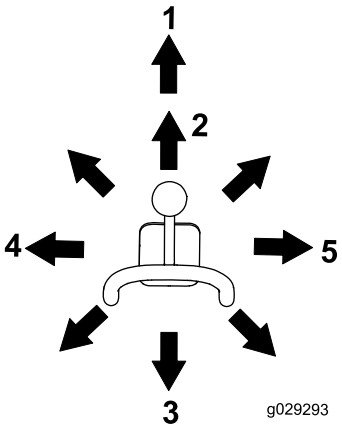

Rysunek 11
- Aby przechylić osprzęt do przodu, powoli przesuń dźwignię w prawo (Rysunek 11).
- Aby przechylić osprzęt do tyłu, powoli przesuń dźwignię w lewo (Rysunek 11).
- Aby opuścić ramiona ładowarki, powoli przesuń dźwignię do przodu (Rysunek 11).
- Aby unieść ramiona ładowarki, powoli przesuń dźwignię do tyłu (Rysunek 11).
- Aby opuścić ramiona ładowarki do pozycji zapadki (pływającej), przesuń dźwignię do oporu do przodu (Rysunek 11).